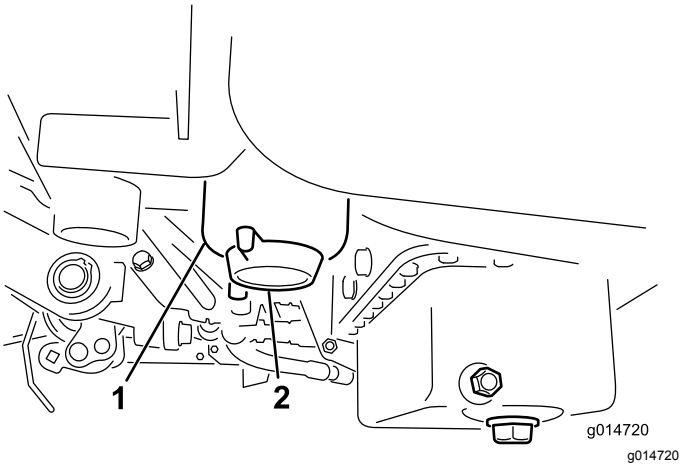

**Figuur 33**
2. Reinig de omgeving van de plaats waar de filterbus wordt gemonteerd (Figuur 33).
4. Open de filteraftapplug (Figuur 33).